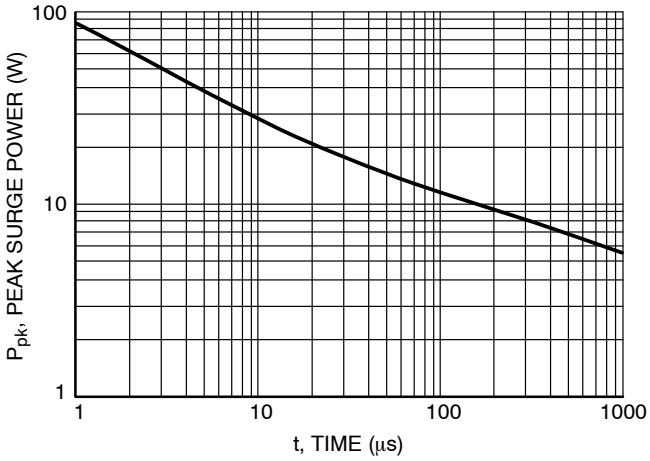

Figure 6. Pulse Width
1. Non−repetitive current pulse per Figure 6.